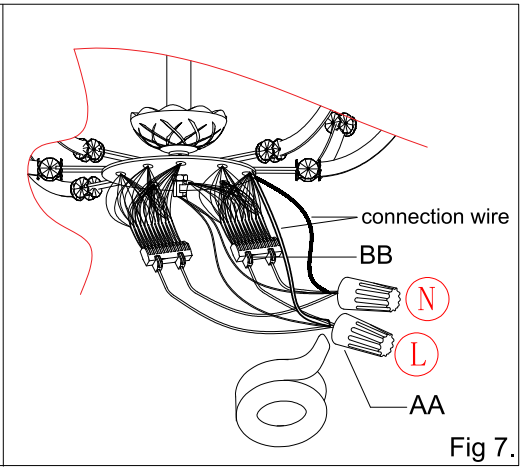

Fig 7.
Step 4: Connect the wire of wire connector, connection wire and bottom plate wire with the wire nut (AA) (L to L, N to N). (Fig 7.）